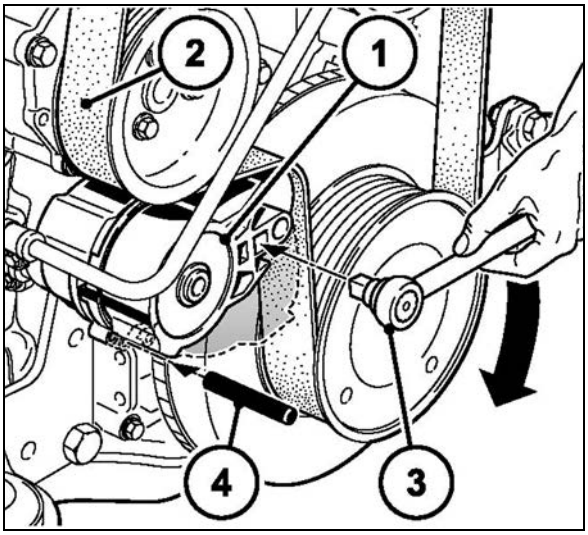

Rys. 149
1. Docisnąć krążek napinający (Rys. 149/1) kluczem nasadowym (Rys. 149/3) w kierunku strzałki, aby trzpień mocujący Ø 6 mm (Rys. 149/4) mógł zostać unieruchomiony w otworze montażowym.
Pasek klinowy wielorowkowy (Rys. 149/2) jest teraz poluzowany.
2. Zdjąć pasek klinowy wielorowkowy (Rys. 149/2) najpierw z najmniejszego krążka bądź z krążka napinającego.
4. Założyć nowy pasek klinowy wielorowkowy (Rys. 149/2).
6. Naciągnąć pasek klinowy wielorowkowy za pomocą krążka napinającego i klucza nasadowego (Rys. 149/3). Sprawdzić, czy pasek klinowy wielorowkowy jest prawidłowo założony w jego prowadnicy.